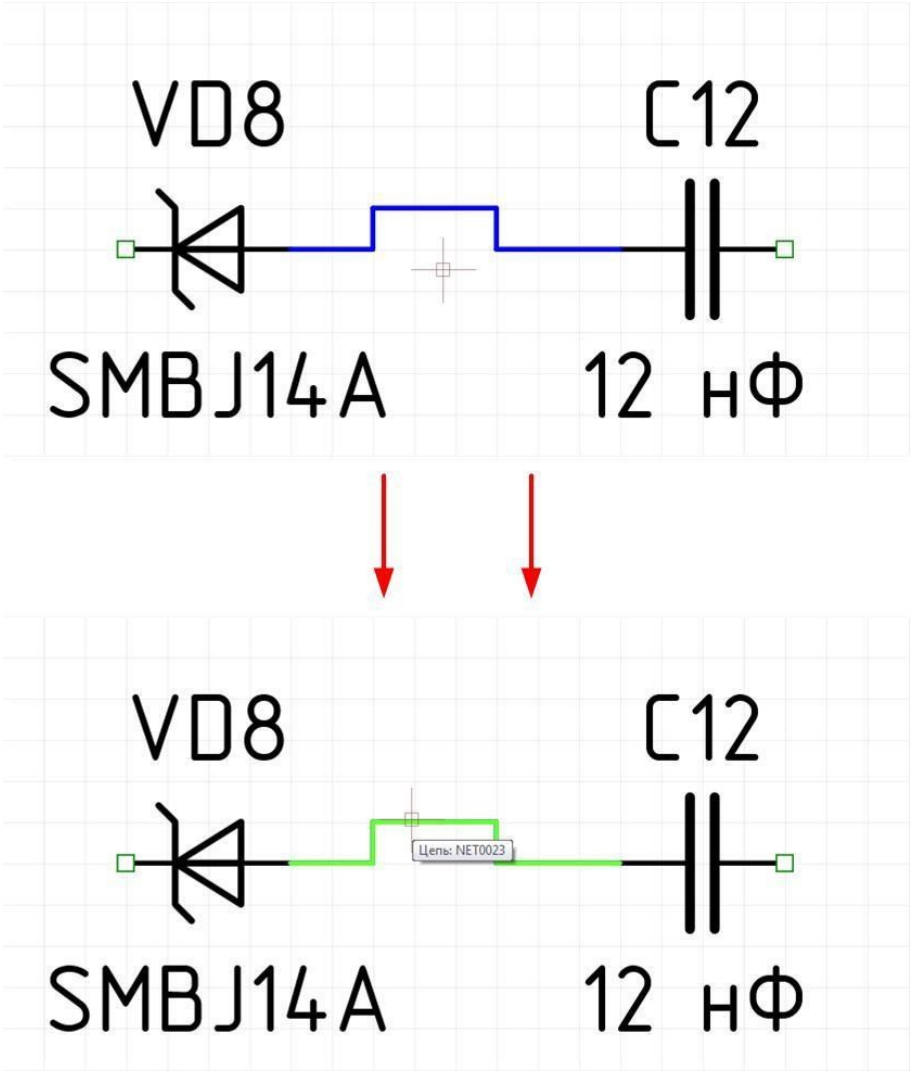

Рис. 450. Подсветка цепи под курсором
1. Активируйте инструмент «Выбрать» и наведите курсор на цепь, вид (траекторию) которой нужно изменить, см. Рис. 450. Цепь будет подсвечена, а рядом с курсором отобразится имя цепи. Инструмент «Выбрать» активен, если не выбран другой инструмент.